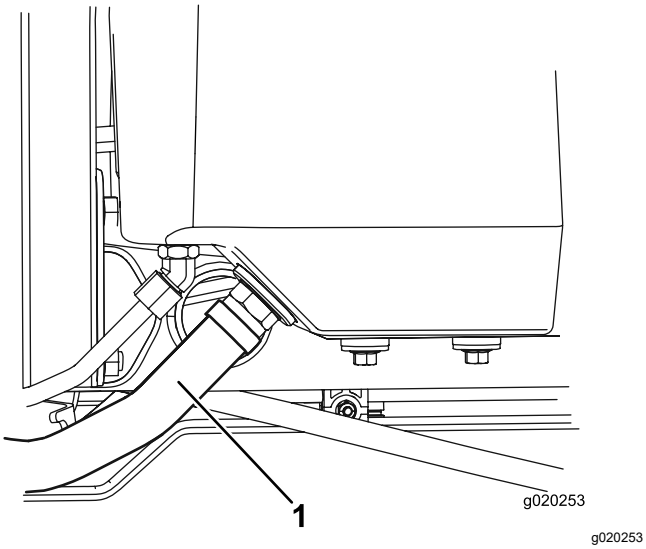

**Figur 80**
2. Koppla bort den stora hydraulslangen (Figur 80) från tanken och låt hydraulvätskan rinna ut i ett kärl.